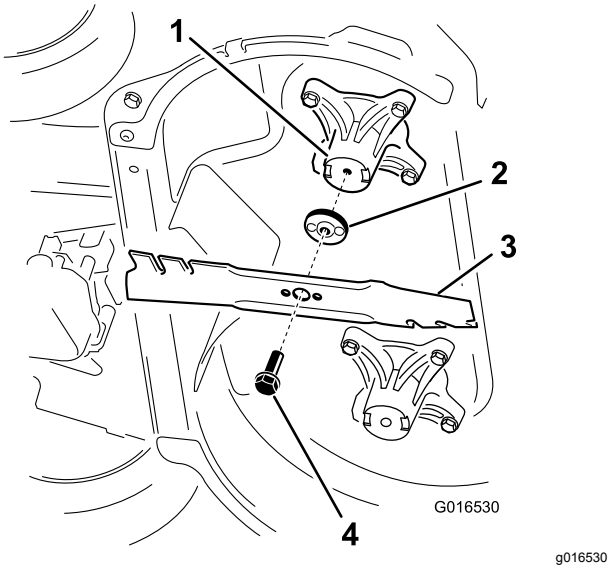

Figur 45
2. Fjern hver kniv, som vist i Figur 45.
1. Monter den første kniven så den er horisontal, sammen med all monteringsmaskinvaren, som vist i Figur 45.